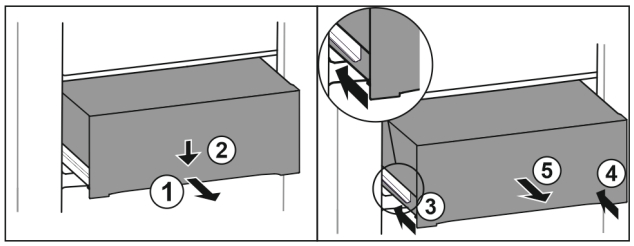

Fig. 181
▶ Pull out drawer half-way. *Fig. 181 (1)*
▶ Push the drawer down at the front. *Fig. 181 (2)*
▶ Push the left rail in by about 2 cm. *Fig. 181 (3)*
▶ Push the right rail in by about 2 cm. *Fig. 181 (4)*
▶ Remove drawer to the front. *Fig. 181 (5)*